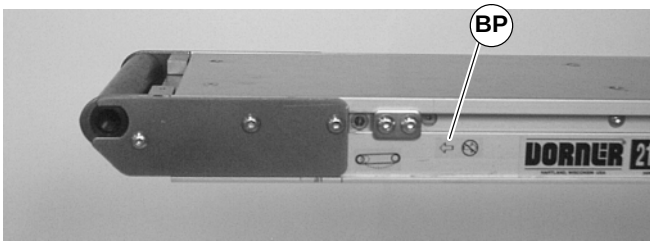
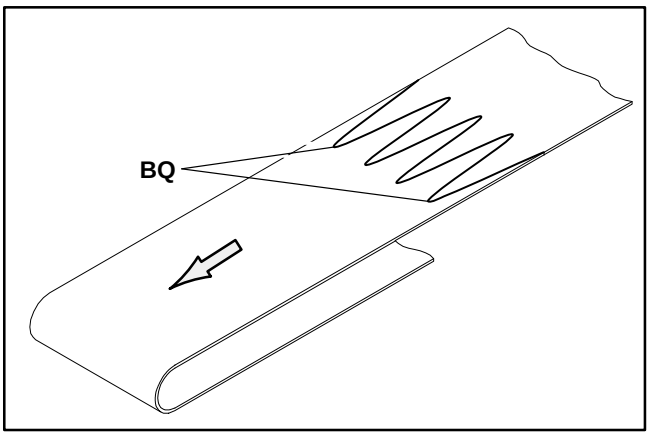

Abbildung 26
Abbildung 28
WICHTIG: Bei einem Förderer mit Mittenantrieb wird die Laufrichtung des Gurts durch eine Pfeilmarkierung an der Seite des Förderers identifiziert (BP siehe Abbildung 26 u. 27).
1. Das Förderband so ausrichten, daß die Spitzen der Gurtspleißung (BQ siehe Abbildung 28) laut Angaben auf dem Etikett in die Laufrichtung des Gurtes weisen (BP siehe Abbildung 26).